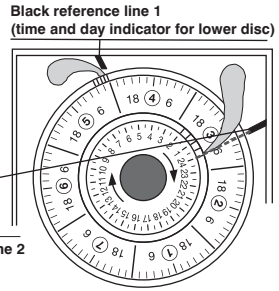

Fig. 3 Daily/weekly model
- Turn the **UPPER (daily) DISC clockwise** until the **black reference line 2** at the trip cam 2 points to the 24 (00) hours.
- Now turn the **LOWER (weekly) DISC clockwise** until the **black reference line 1** near the trip cam 1 points to 24 (00) hours on the **CORRECT DAY** (1=Monday, 2=Tuesday, etc.)**:** *the two discs are now synchronised*. **Note:** Fig. 3 shows the lower (weekly) disc set at 24 (00) hours on day 5 = Friday only by way of example.